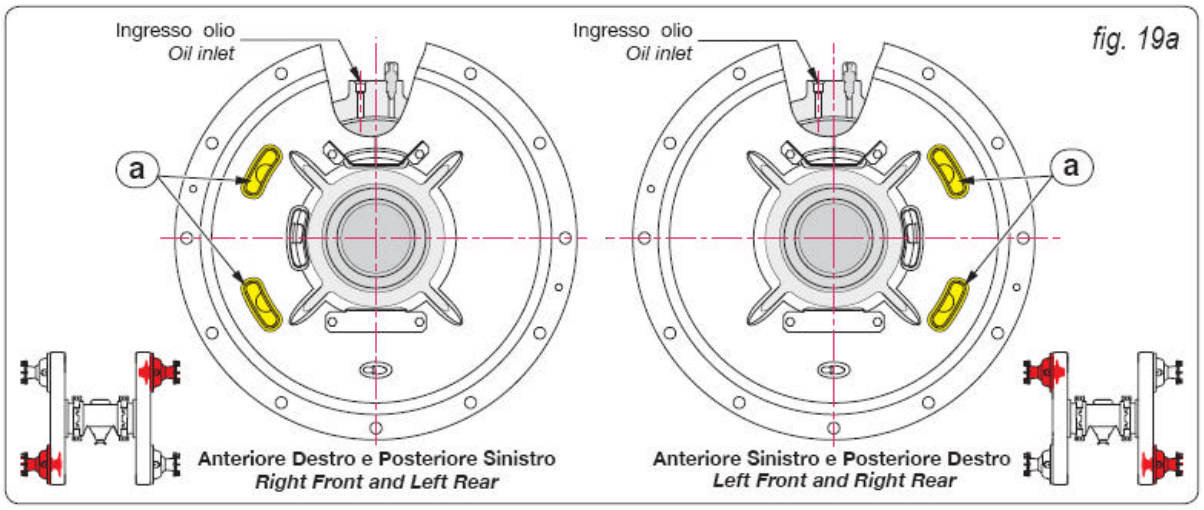

fig. 19a
IMPORTANTE: Instalar o suporte (8) conforme fig. 19a. O entalhe deve estar no lado esquerdo da entrada de óleo da parte frontal direita e freio traseiro esquerdo; e do lado direito da entrada de óleo na parte esquerda frontal e na direita do freio traseiro.
• Instalar o conjunto do rolete (9) no rolamento.